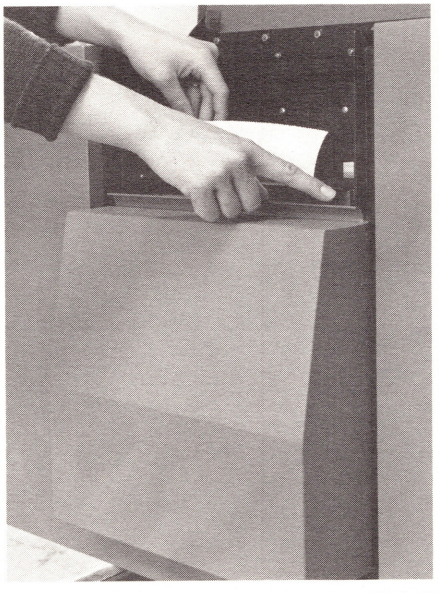

FIG. 7
10. Press FILM FEED to be sure that the material is advancing properly, and to eliminate any exposed material. Depending on the EditWriter model the FILM FEED button will either be in the cassette compartment or on the control panel above the keyboard (Fig. 7).